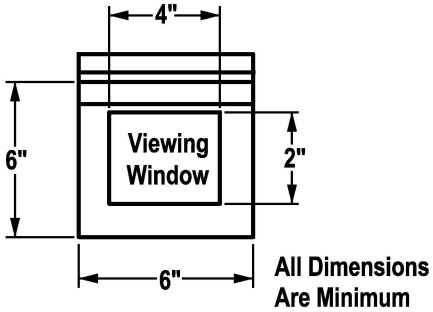

FIG. 4
3. The meter shall be enclosed. The enclosing cover (top and front) shall be hinged or the top may be fixed in place if the front is removable. When the top is fixed in place, dimension "C" from Table #1 must be maintained. When the top and front are hinged, dimension "C" does not apply. If the sides are removable, dimension "A" does not apply. A demand reset cover constructed of steel shall be provided. This cover shall have a polycarbonate viewing window and hinged, and comply with the minimum dimensions as shown in Figure 4. A hinged enclosing cover shall not exceed 25 pounds.